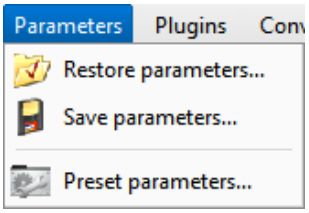

**Fig. 3.4.**
**Parameters** menu contains operations with INS parameters (Fig. 3.4).